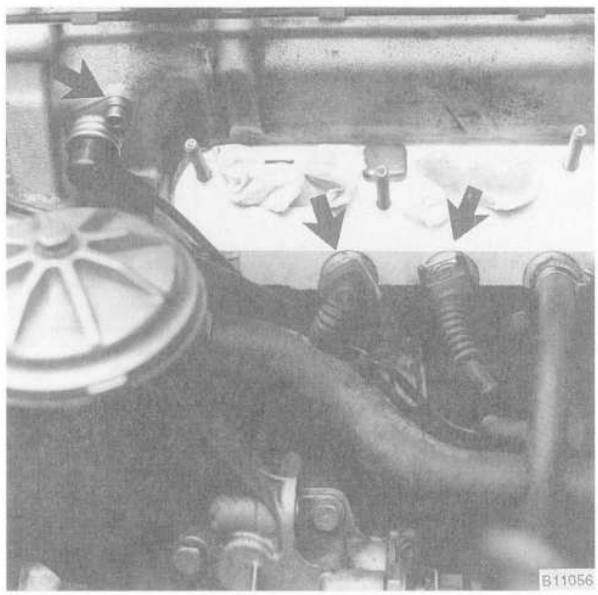

Fig. 16. Harness connectors to be disconnected (**arrows**).
19. Disconnect the cylinder identification sensor, coolant temperature sensor, and the temperature gauge sender connectors shown in Fig. 16.